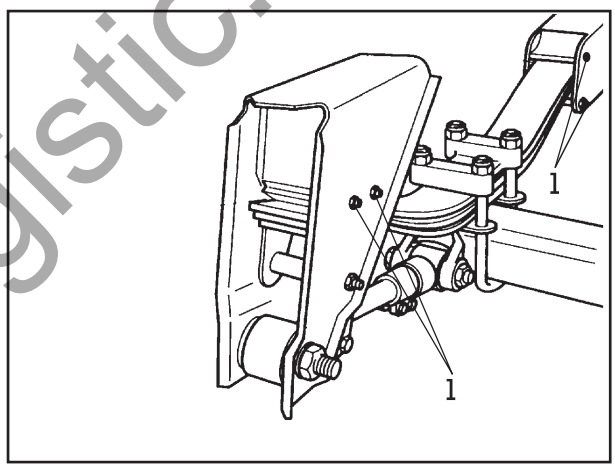

Рис. 20
(34) Затянуть стопорные гайки (рис. 20/1) предписанным моментом затяжки.